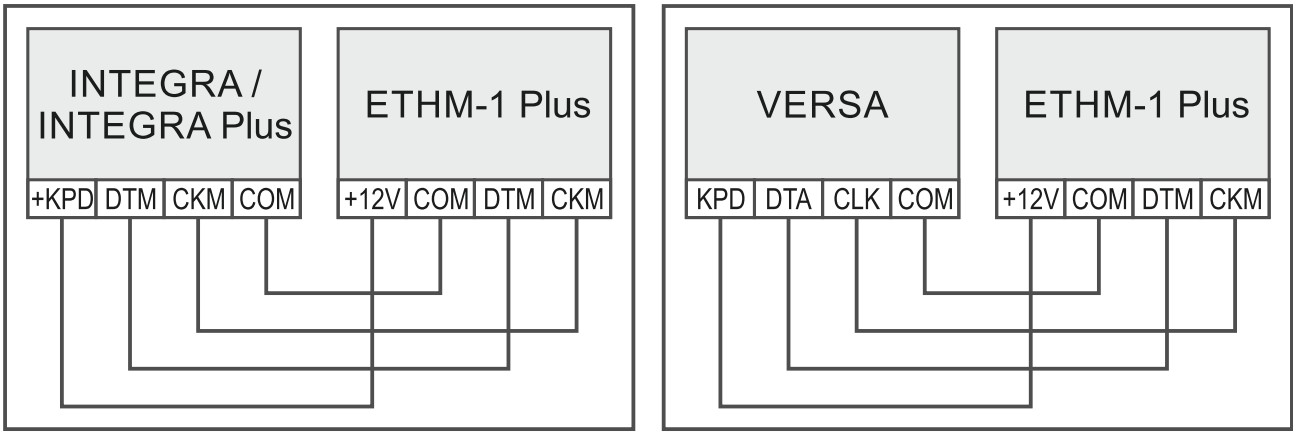

Fig. 2. Método de conectar el módulo a la central de alarma.
3. Conecta los contactos +12V, COM, DTM y CKM del módulo con los contactos de la central de alarma (fig. 2). Para realizar la conexión, se recomienda utilizar un cable no apantallado. Si se emplea un cable de par trenzado, hay que tener en cuenta que las señales CLK (reloj) y DAT (datos) no pueden ser enviados mediante un par de conductores trenzados. Los conductores tienen que encontrarse en un solo cable.